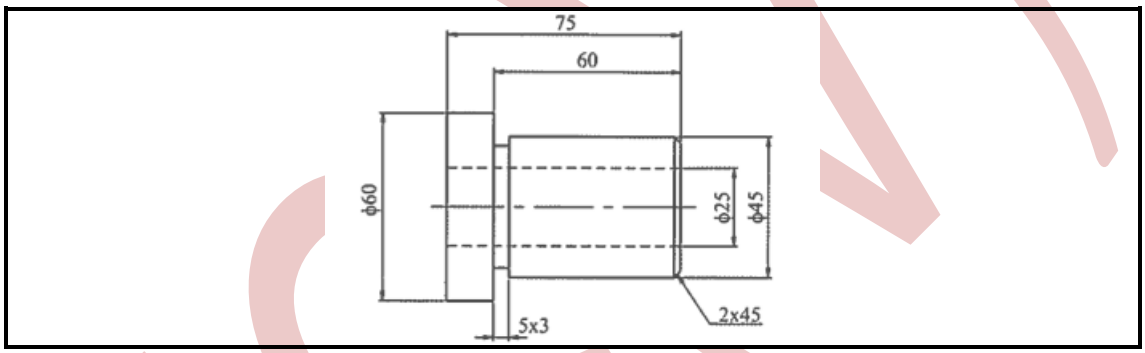

FIGURE 4 (10)
4.3 As a turner machinist, you are required to machine a bush according to the sketch shown in FIGURE 4 below. Write down TEN steps to be followed to carry out this task, from selecting the right stock from the stores.